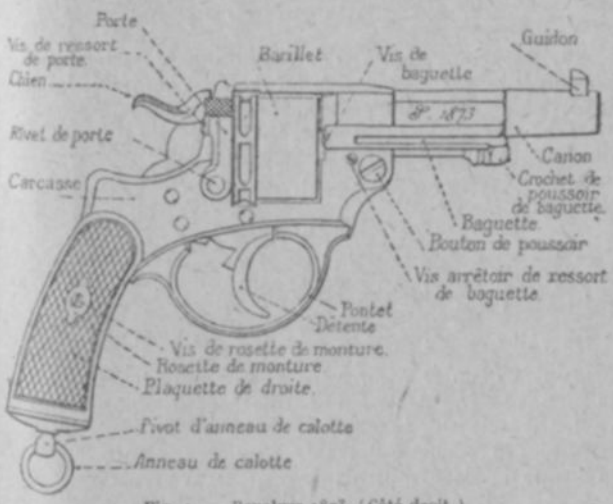

Fig. 1. — Revolver 1873. (Côté droit.)
43. Les revolvers 1873 (fig. 1) et 1874 sont à six coups et tirent la même cartouche.